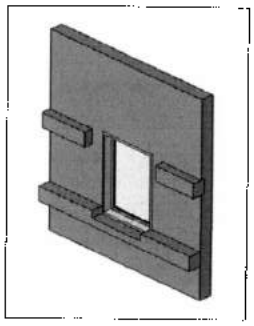

Рис. 15.28. *Вырезание профилей окном*
- **Cuts Wall** (Вырезание стены) – разрешение для построения выреза в стене-основе. Если для выступающего профиля задано смещение, то при его построении удаляются элементы геометрии стены (рис. 15.28) (только для вырезающих профилей);